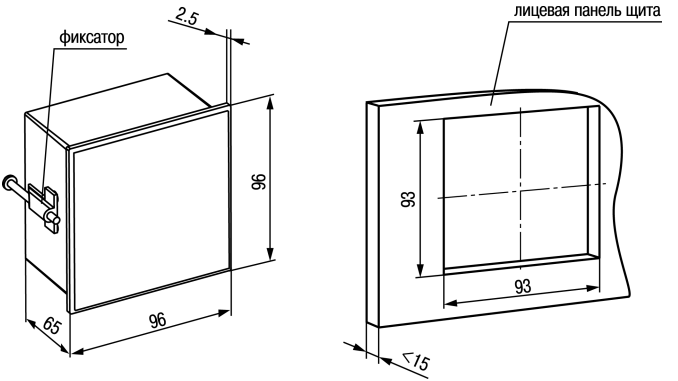

Рисунок 4.4 – Габаритные размеры корпуса Щ1
1. Подготовить на щите управления место для установки прибора (см. *рисунок 4.4*).